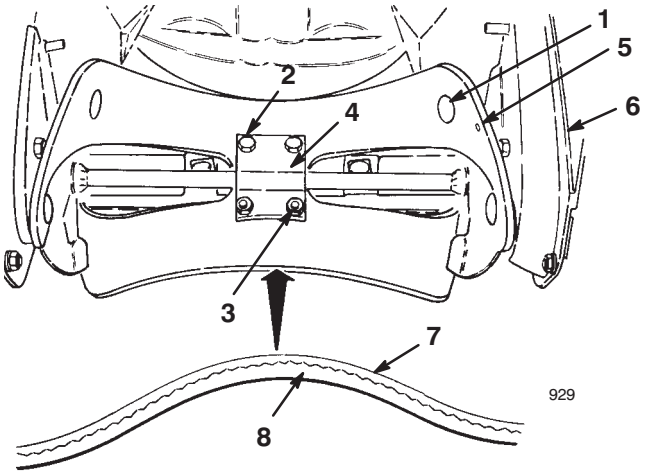

Figure 11
4. Remove four torx screws, two bolts, and six locknuts that secure the one of the rotor blades to the rotor shaft assembly (Fig. 11).
5. Slide the old rotor blade out from between the blade supports (Fig. 11).
6. Examine a new rotor blade edge for the difference in layer thickness (Fig. 11).
Note: Install the rotor blades with the thick layer on the *inside* of the curve. (Fig. 11). If you do not install the blades properly, the blades will be out of balance and cause the snowthrower to “hop” or “bounce.”
9. Position the screw heads on the thick layer side of the rotor blade (Fig. 11).
10. Curve the rotor blade and secure it with the remaining four torx screws and locknuts, positioning the screw heads on the thick layer side of the rotor blade (Fig. 11).